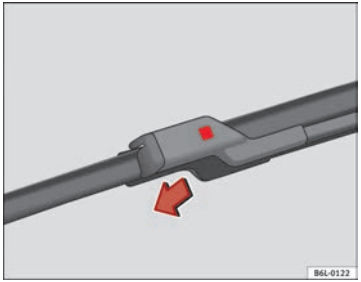

Fig. 132 Change windscreen wiper blade ▶
– Press on the securing tab ⇒ Fig. 132.